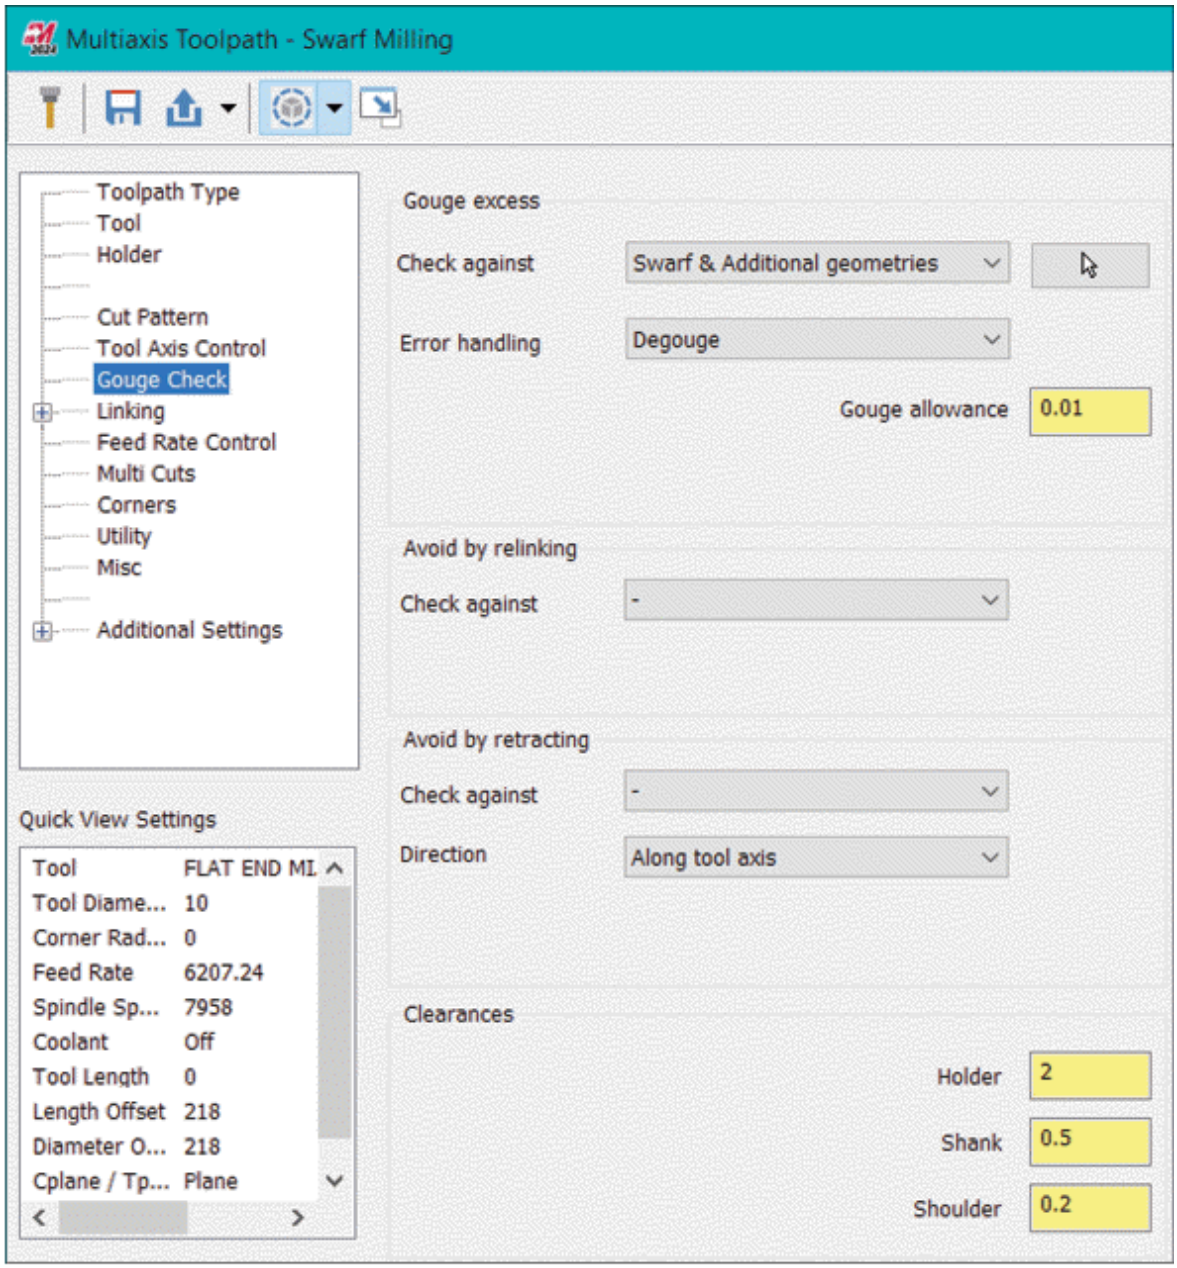

Figure-10. Gouge Check options
- Click on the **Gouge Check** option from the left area to define parameters for avoiding collision and perform gouge check; refer to Figure-10.